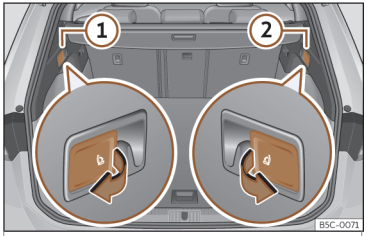

Fig. 113 Nel bagagliaio: leve per lo sblocco dello schienale posteriore.
- Tirare la leva di sblocco a distanza dal lato sinistro›› **fig. 113** ① o destro ② dello schienale nel senso della freccia. Il lato sbloccato dello schienale posteriore si ribalta automaticamente in avanti.